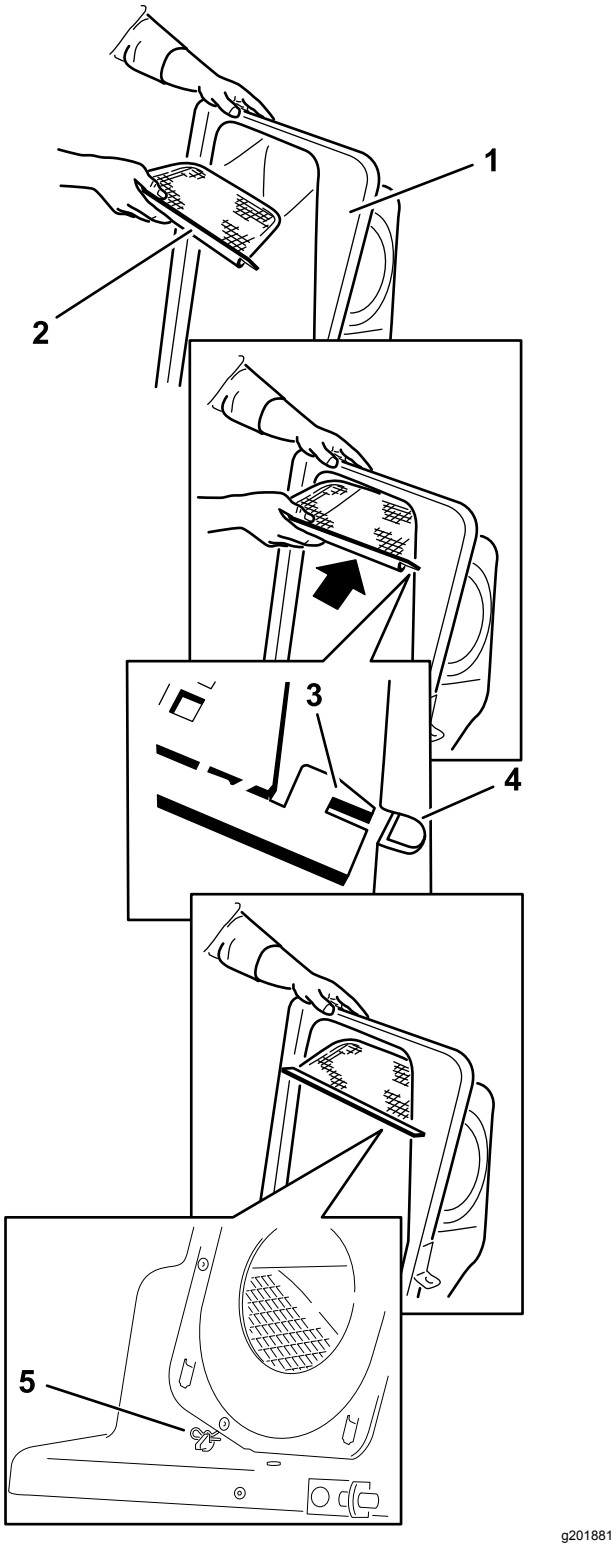

Figur 19
2. Monter skjermen som vist i Figur 19, og påse at den heller ned mot oppsamlerposene.